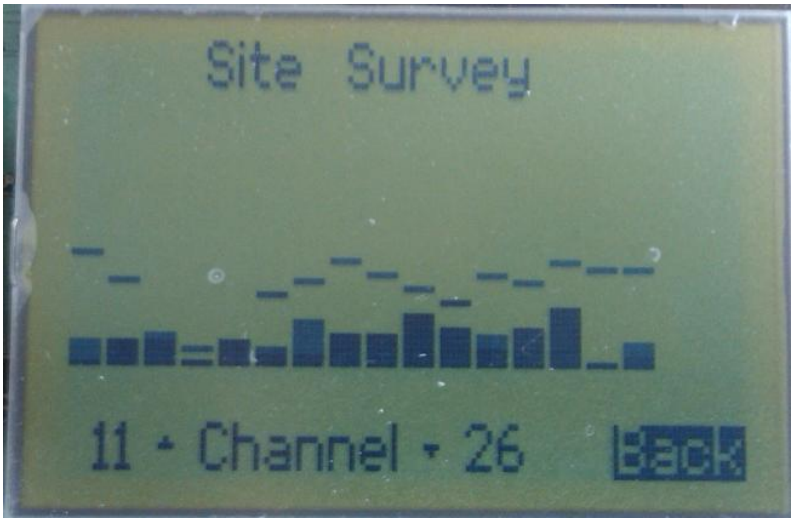

Figure 1: Site Survey Results
2. Select whether a site survey is required – switch SW1 enables a site survey and switch SW3 disables a site survey. If this feature is enabled, the display shows the activity on all channels - see Figure 1 below.